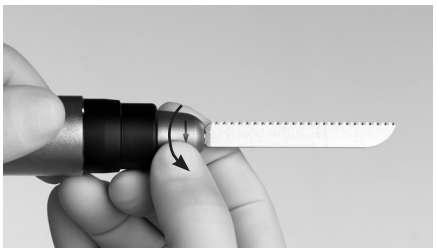

Fig. 1
2. Răsuciți butonul rotativ de blocare în direcția săgeții până când lama de fierăstrău sare înainte aproximativ 1 mm (Fig. 1).